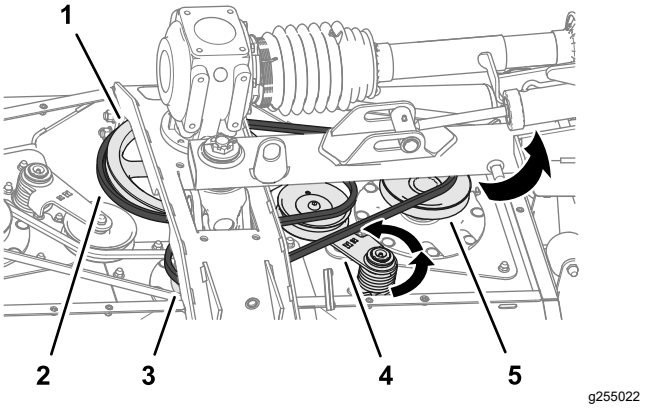

Figuur 65
2. Gebruik een onderbrekerstang of soortgelijk gereedschap om de riemspanner voor de lange riem linksom te draaien en de riem van de spanpoelie te schuiven (Figuur 65).
3. Schuif de lange drijfriem van de aandrijfpoelie, de middelste aspoelie en de rechter aspoelie (Figuur 65).